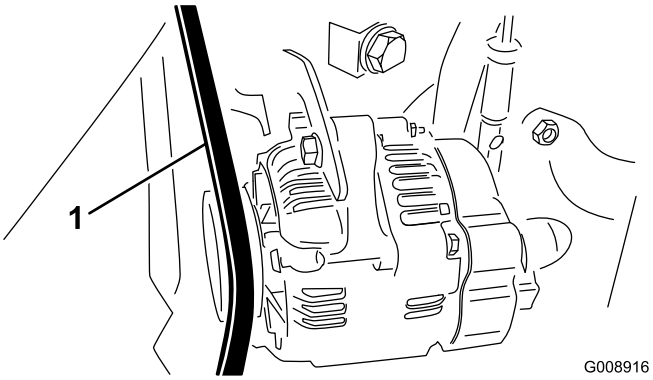

Figuur 69
2. Controleer de spanning door de riem midden tussen poelies van de wisselstroomdynamo en de krukas in te drukken met een kracht van 10 kg (30 Nm) (Figuur 69).